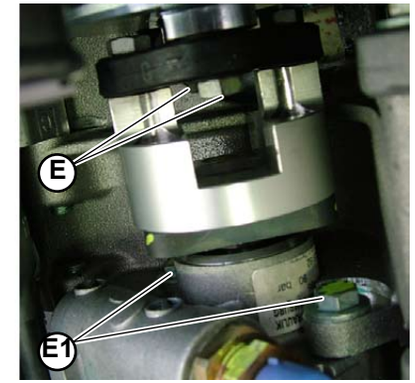

Fig.4
4. Remove the 2 screws (**E1-Fig.4**).
5. Remove the 4 pump mounting screws (**E-Fig.4**) to the support frame and remove the pump and its pulley.